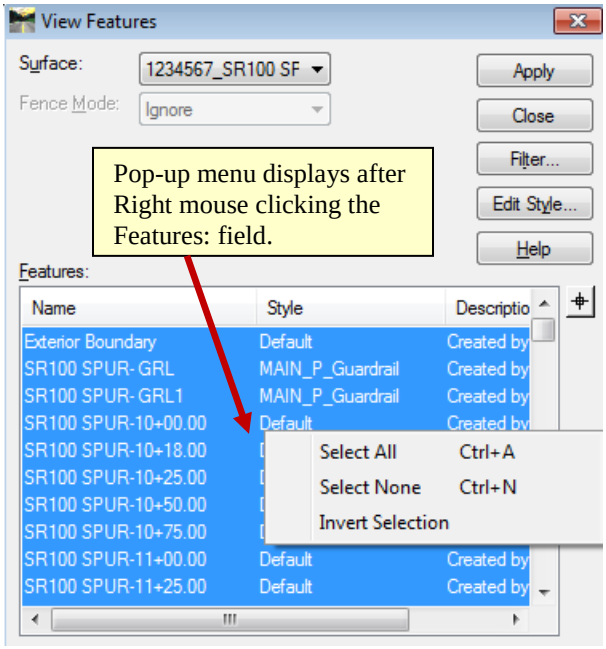
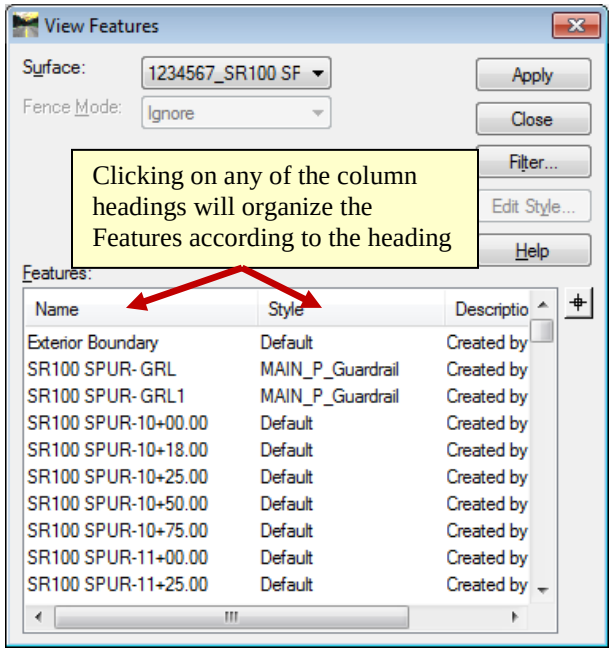

Figure L10-5 View Features
Figure L10-6 View Features
16.	**Clear the Feature Selection Field.** • In the **View Features** dialog, Right mouse click in the **Features:** field. A pop-up menu appears as shown in *Figure L10-5*. • Left click on **Select None**. The **View Features** '**Features:**' field now contains no selections as shown in *Figure L10-6*.